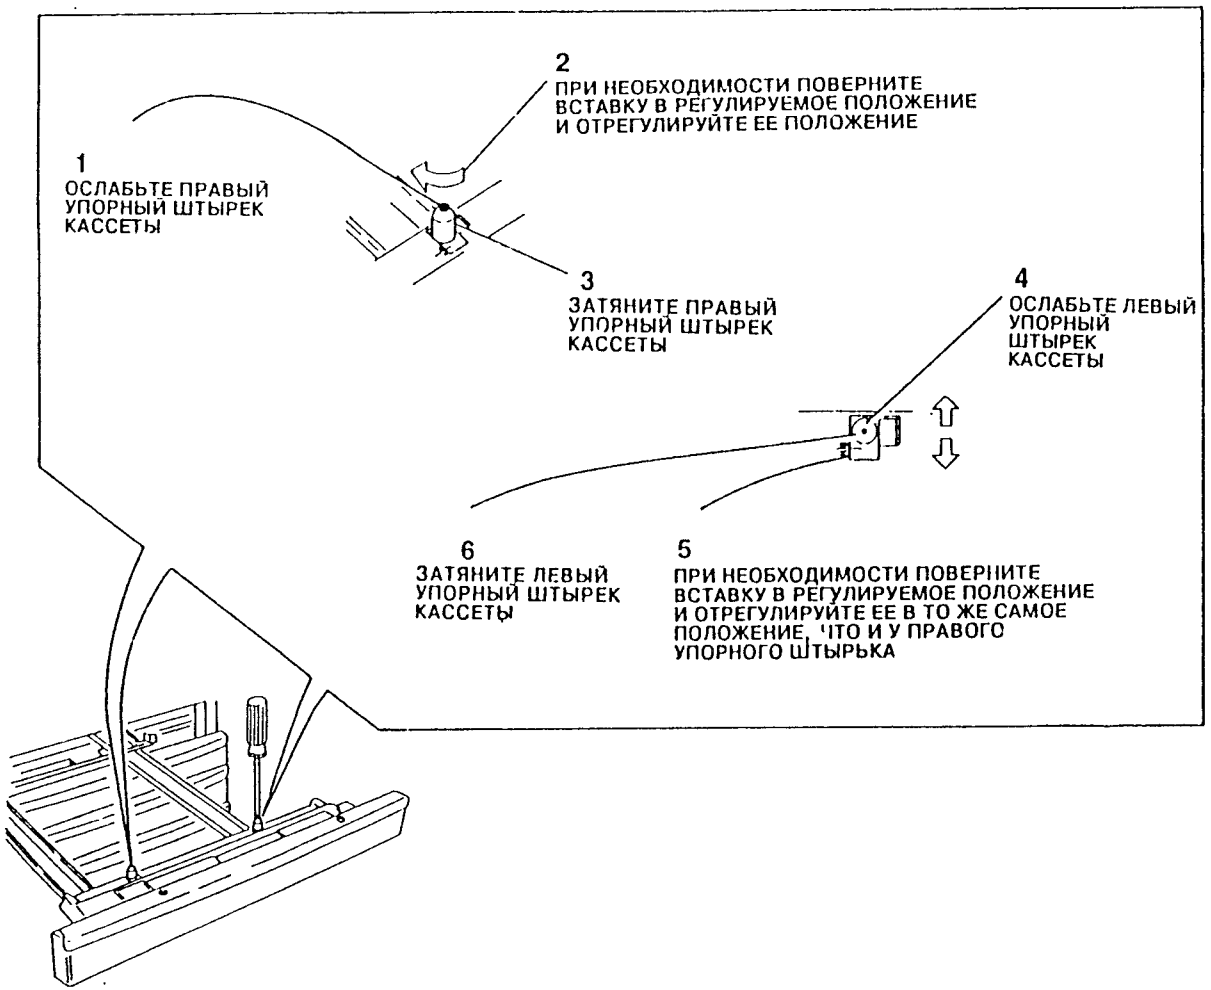

Рис. 2. Регулировка упоров кассеты лотков 2 и 3
3. Отрегулируйте положение правых и левых упорных штырь кассеты (смотрите Рис. 2).